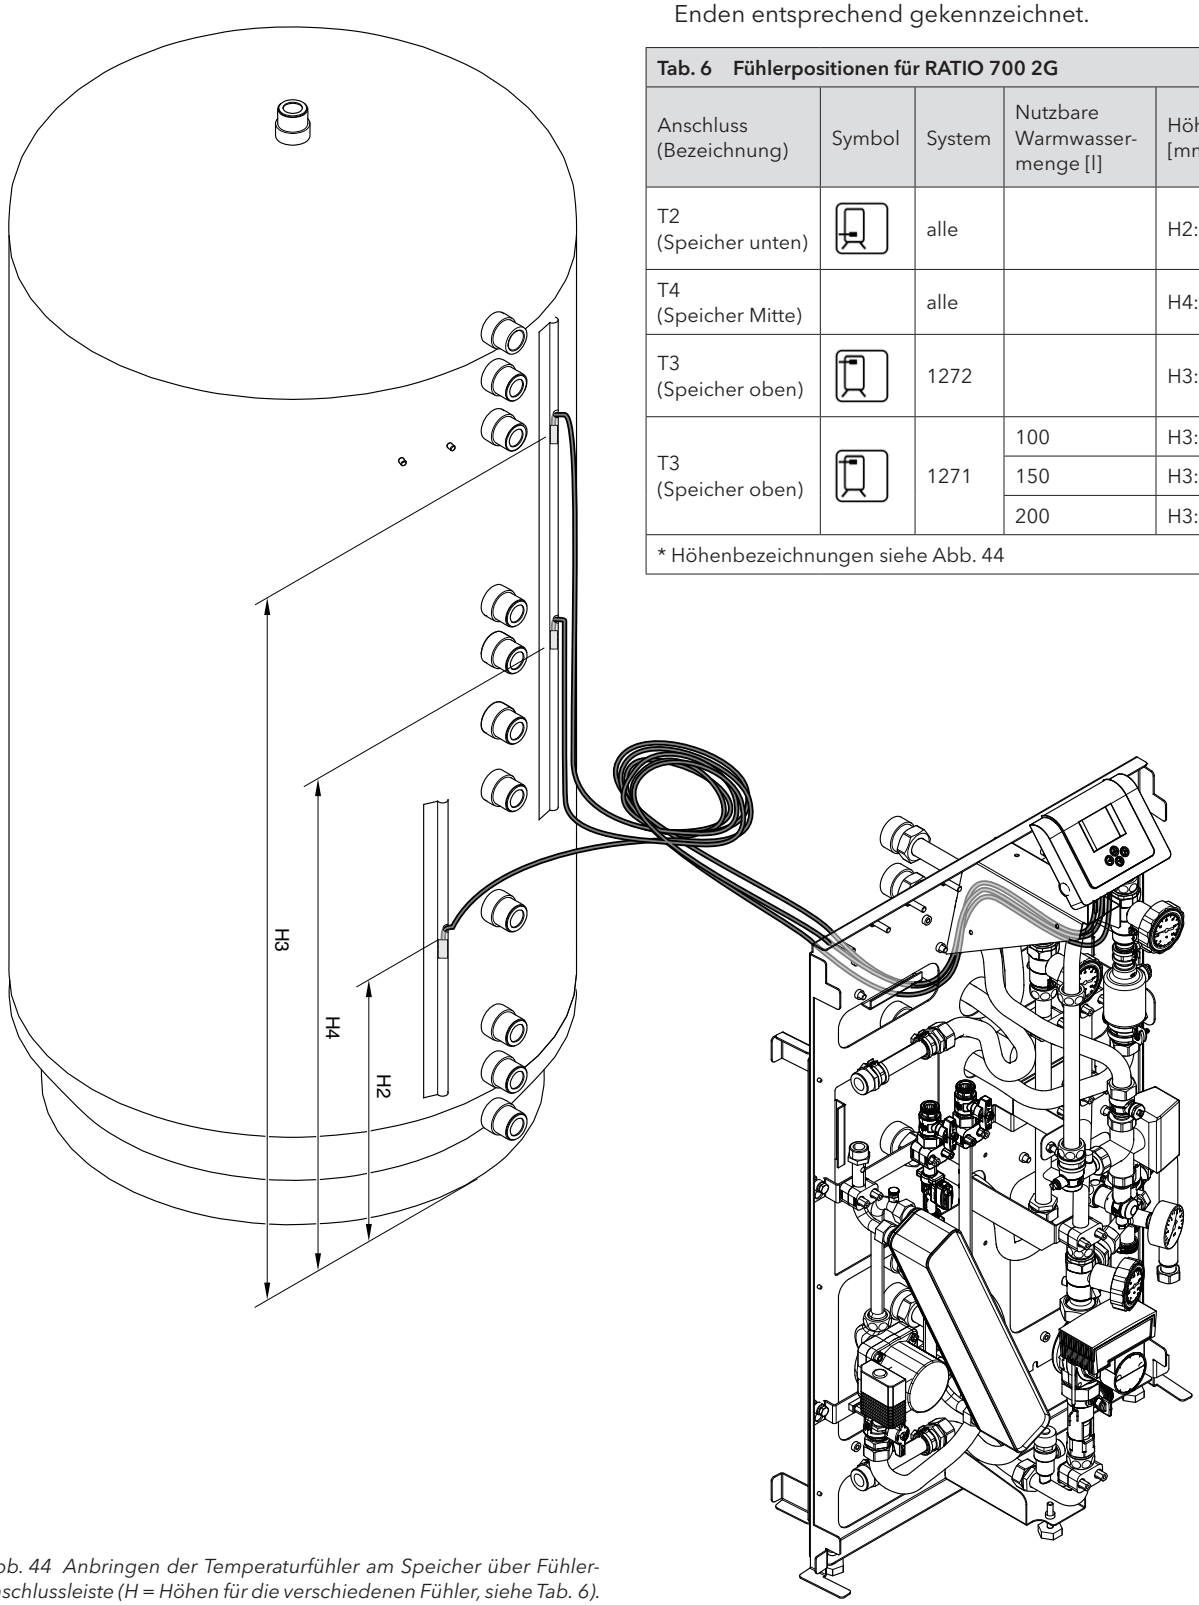

*Abb. 44 Anbringen der Temperaturfühler am Speicher über Fühleranschlussleiste (H = Höhen für die verschiedenen Fühler, siehe Tab. 6).*
* Höhenbezeichnungen siehe Abb. 44